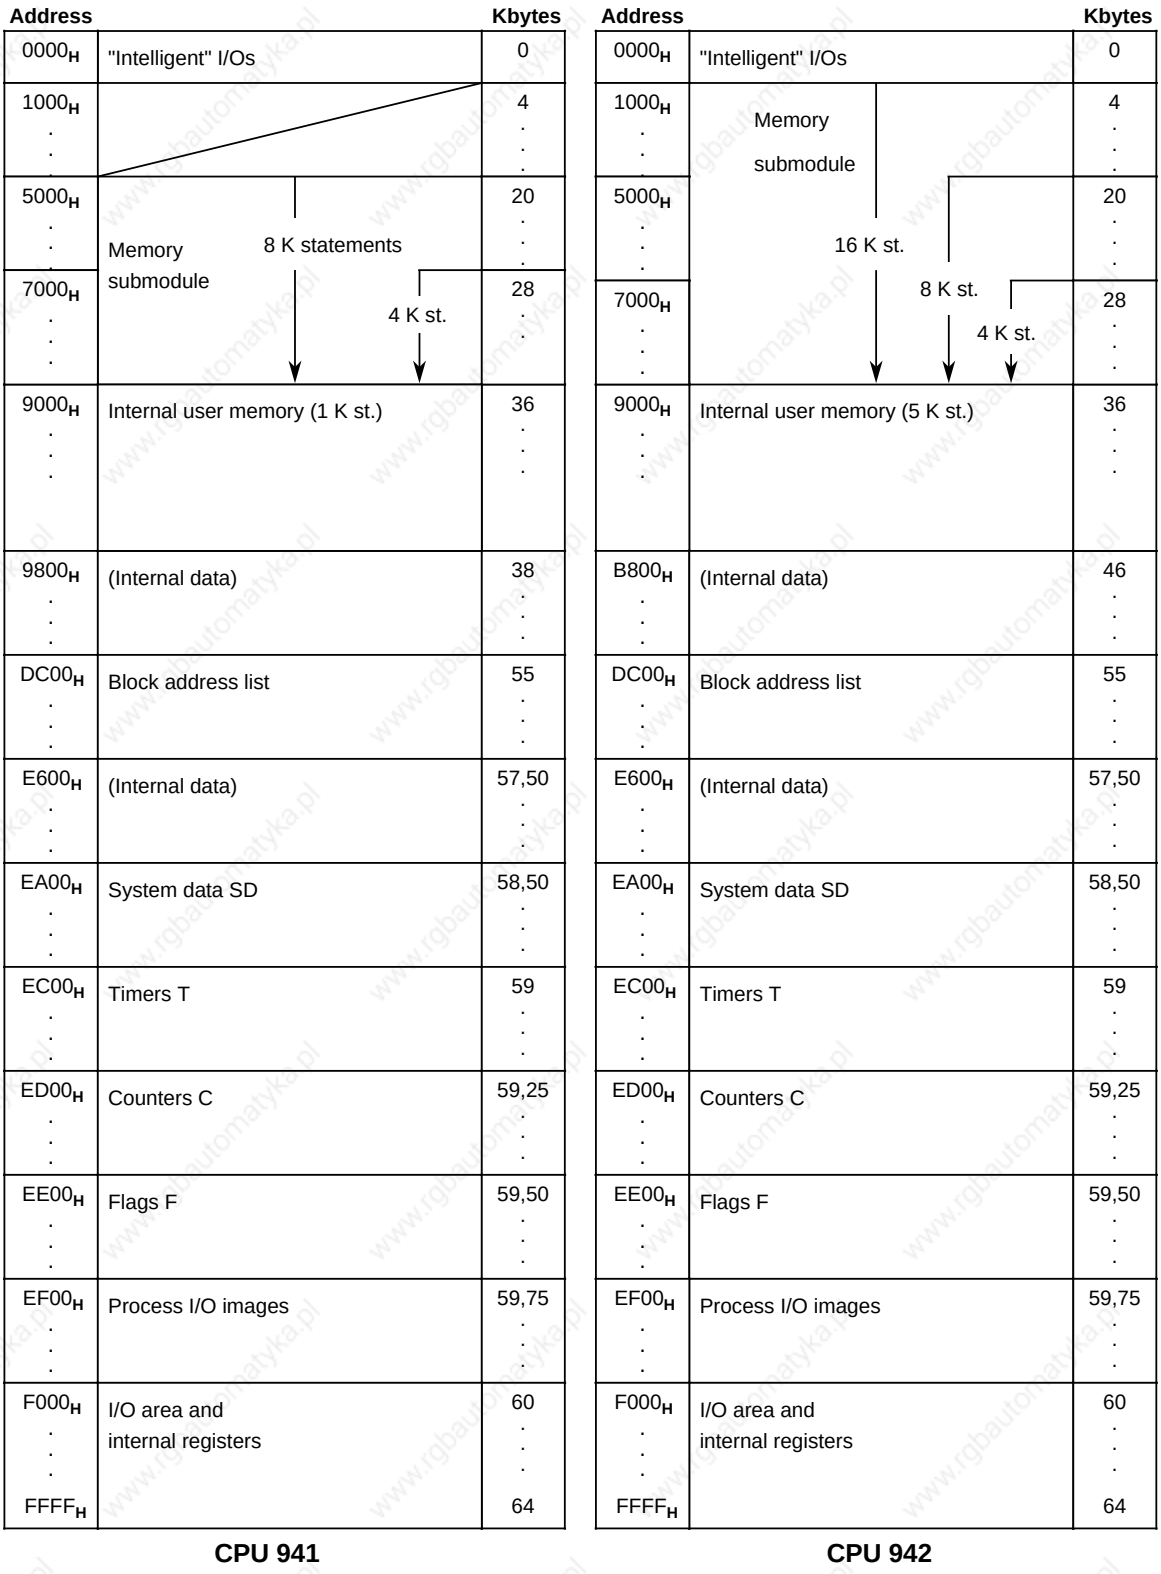

Figure 6-11. Memory Allocation on the CPU
Important memory areas such as those for system data (SD), timers (T), counters (C), flags (F) and the block address list are shown in detail Figures 6-11 and 6-12.